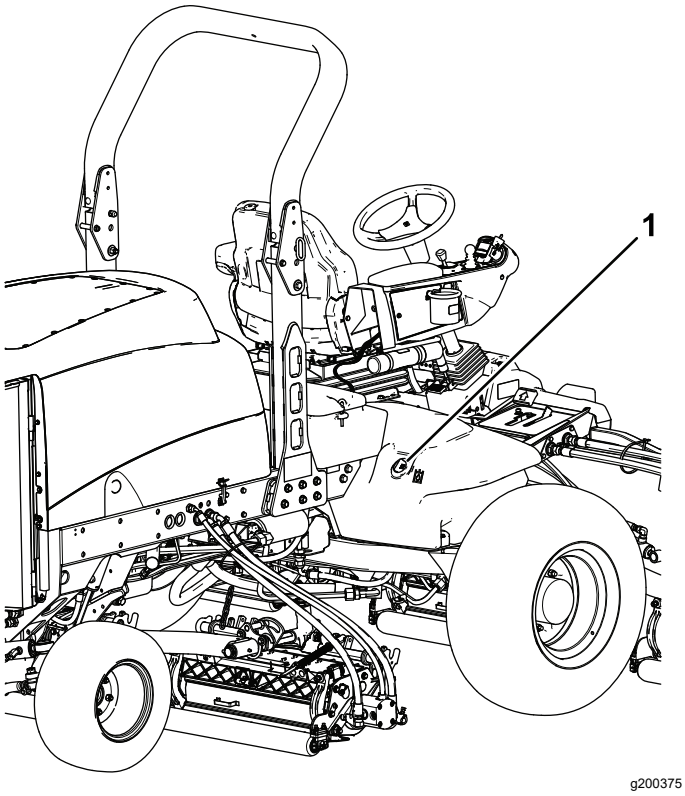

Рисунок 117
2. Очистите зону вокруг заливной горловины и крышки гидравлического бака (Рисунок 117).